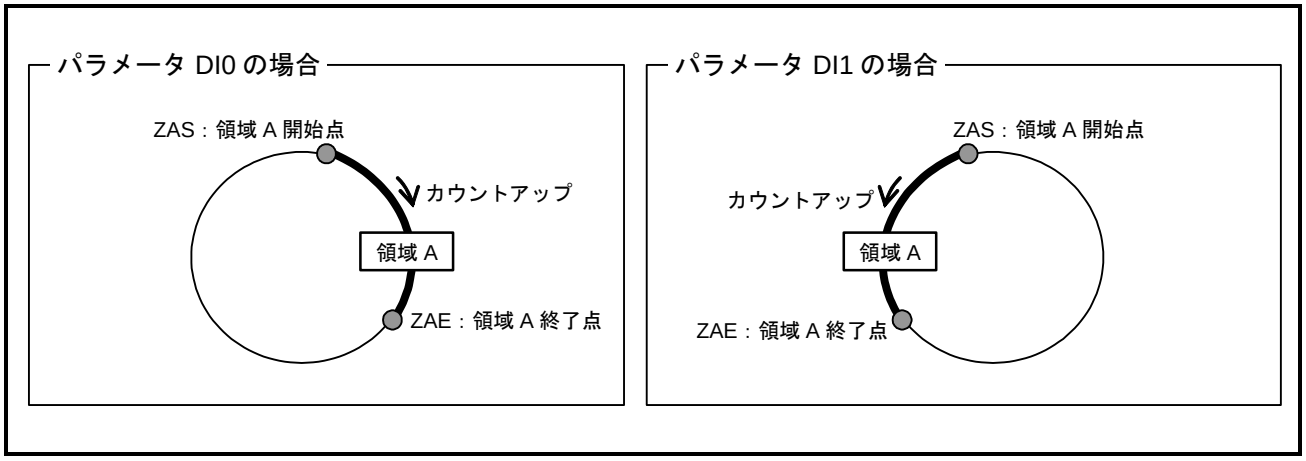

図 8-6：領域の設定方法
- 通知する領域は，パラメータ ZAS：**領域 A 開始点**，パラメータ ZAE：**領域 A 終了点** で設定します．領域は「図 8-6：領域の設定方法」のように，領域開始点から座標カウントアップ方向に領域点までとなります.